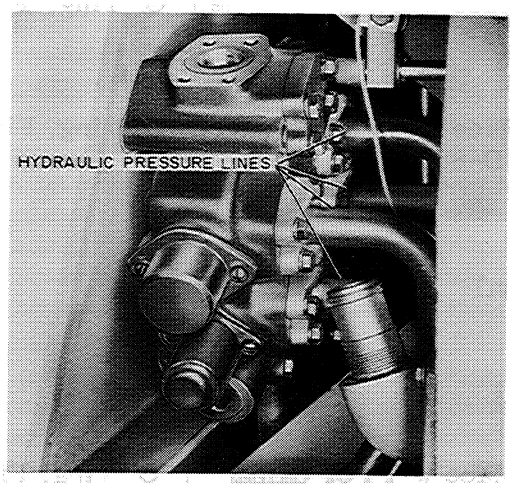

Figure D-82
2. Connect the four hydraulic lines to the side of the control valve, Figure D-82.